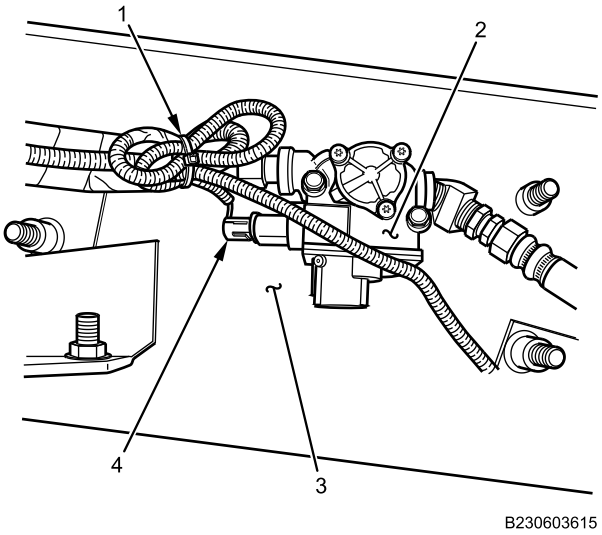

Figure 13. Right Modulator Valve.
7. Connect three-pin connector (Figure 13, Item 4) to modulator valve (Figure 13, Item 2) on right frame rail (Figure 13, Item 3), and secure to harness with new cable lock strap (Figure 13, Item 1).